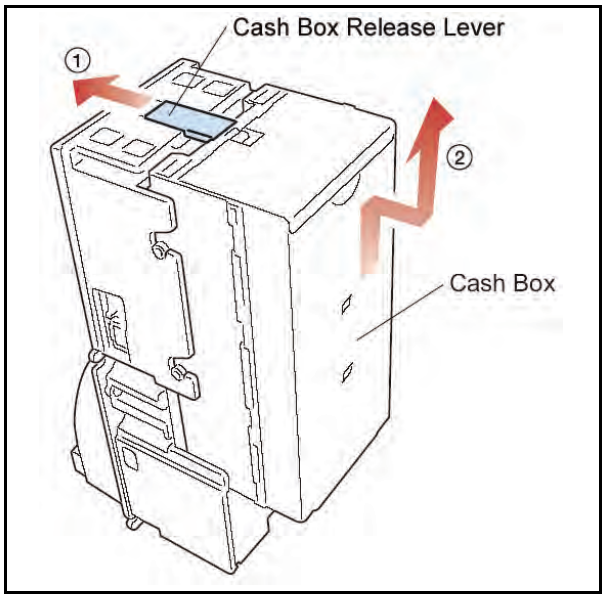

Figure 4-1 Bill Validator Mounting Locations
1. Push the cash box release lever ① and remove the cash box ② (See Figure 4-1).